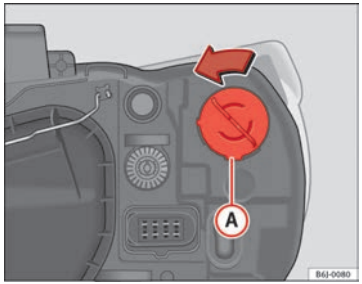

Fig. 155 Single turn signal lamp
– Turn bulb holder ⇒ Fig. 155 (A) to the left and pull.